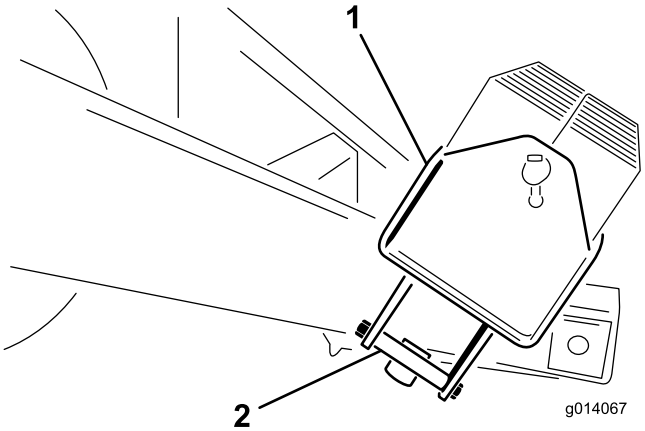

Figuur 5
2. Verwijder de bouten van 1/2 x 5–1/2 inch uit de montagebeugel met de gewichtsbehuizing. Gooi de montagebeugel weg (Figuur 5).